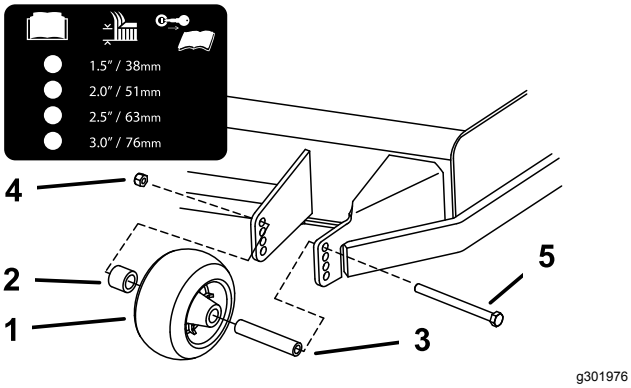

Figuur 36
3. Stel de antiscalpeerrollen af zoals wordt getoond in Figuur 36.